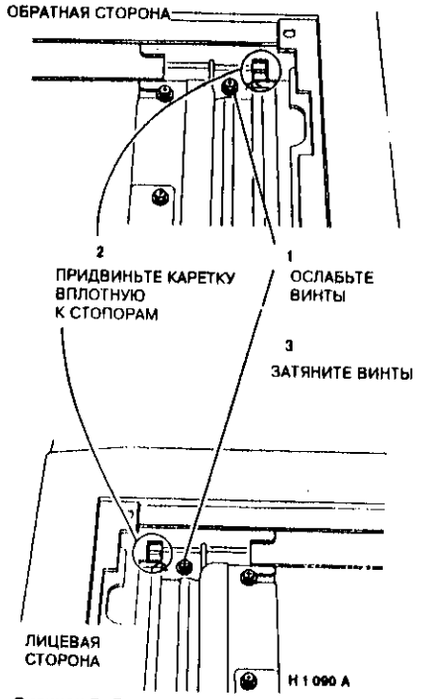

Рисунок 5. Регулировка каретки полного хода
1. Ослабьте винты (2) каретки полного хода, см. рисунок 5.
3. Придерживая каретку полного хода у стопоров, затяните два винта, см. рисунок 5.
1. (Рисунок 5) Отрегулируйте положение каретки полного хода так, чтобы она контактировала со стопорами спереди и сзади.